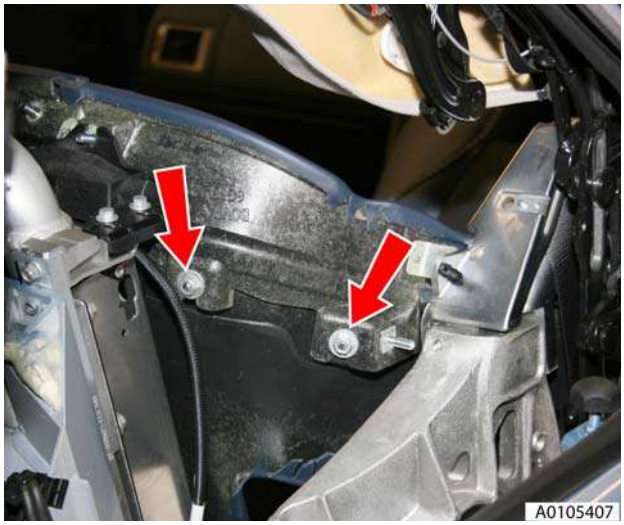

Figure 4
7. Remove nuts (x2) securing panel quarter trim to body side trim (see Figure 4).